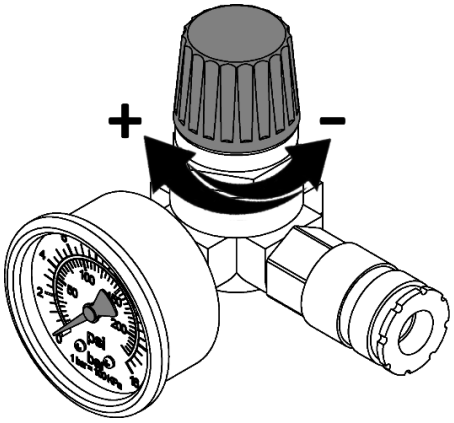

Рисунок 12
7.3.1 Настройка давления в подсоединенных пневматических инструментах регулятором давления осуществляется следующим образом (рисунок 12):